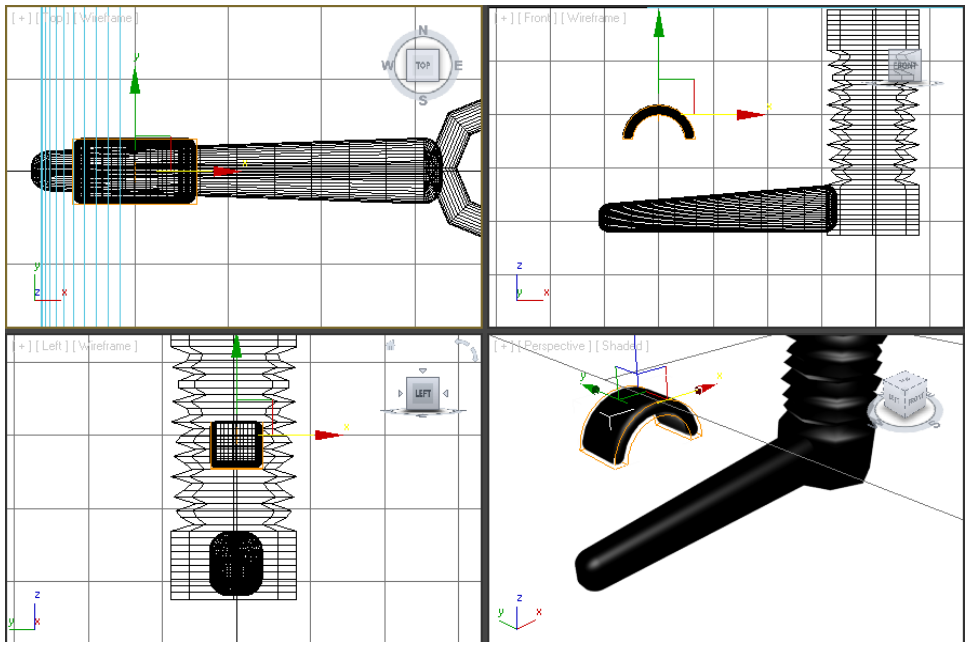

Figure 3-82 *The box01 displayed in all viewports after applying the* ***Bend*** *modifier*
8. After applying the **Bend** modifier, the *box01* is displayed, as shown in Figure 3-82.